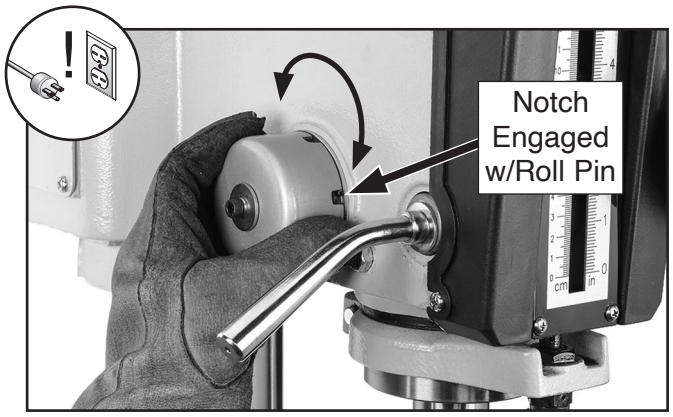

Figure 64. Adjusting spring tension by rotating spring cover to engage next notch with roll pin.
4. Wearing heavy leather gloves, pull spring cover out enough so notches just clear roll pin (see **Figure 64**). HOLD SPRING COVER TIGHTLY during this step or force of spring will cause cover to spin out of your hands.
5. Rotate cover counterclockwise to increase tension, then push cover back in to engage roll pin with one of the notches, as shown in **Figure 64**, then retighten cap screw.
The depth stop pointer (see **Figure 64**) can be calibrated to improve accuracy.